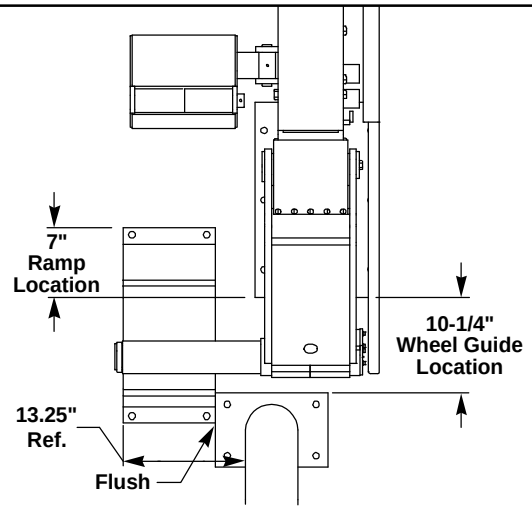

FIGURE 9 - INSTALLING BARRIER RAMP AND FRONT WHEEL GUIDE
The locking arm is heavy. Lift it, using the supplied strut (located on the inside of the rear side cover), to the required position by fully inserting the strut into the tube and then moving the locking arm upwards in one motion. Lift carefully and stand clear to avoid pinching fingers or feet. Lifting by hand may cause back injury. Secure the arm in the elevated position against unintentional movements. See Figure 9.
1. Position ramp at outer edge of barrier as shown in Figure 9.
3. Insert (4) concrete anchors and torque to 100 ft-lbs.